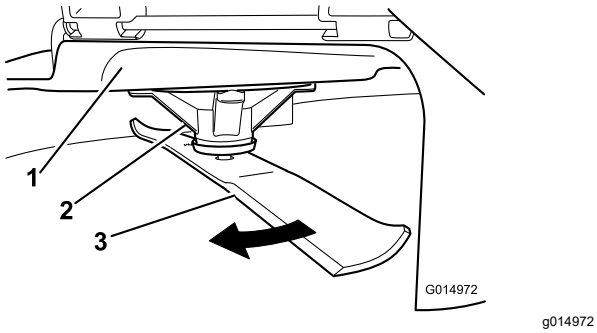

Figur 74
2. Bær tykt polstrede handsker eller anden tilstrækkelig håndbeskyttelse, drej langsomt skærekniven til en position, der gør det muligt for dig at måle afstanden mellem skærekanten og den plane flade, som maskinen befinder sig på (Figur 74).